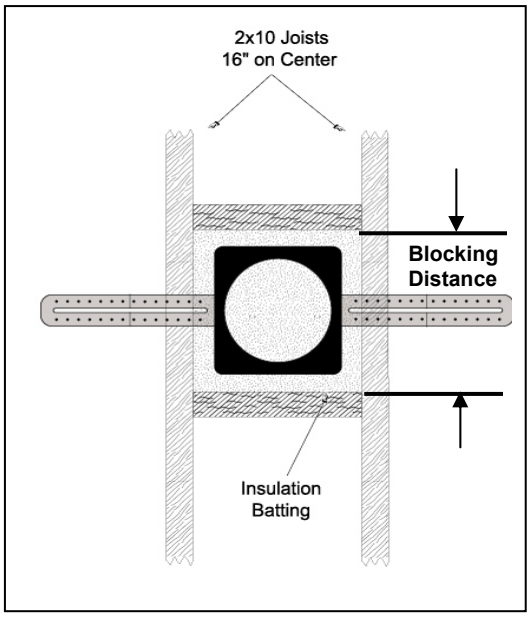

Figure 4
5. When using the On-Q Pre-Construction Bracket (***see Figure 4***), leave a coil of speaker wire on top of the bracket coiled around the speaker mounting hole. There are clips on the corner of the bracket to secure the speaker wire. Leave enough speaker wire to be able to pull the wire through the bracket and comfortably connect the wire to the speaker after the drywall is installed. Strip off 3 inches or so of the speaker cable jacket to expose the positive and negative insulated wires. Strip 3/8-1/2 inch of insulation off of these conductors.